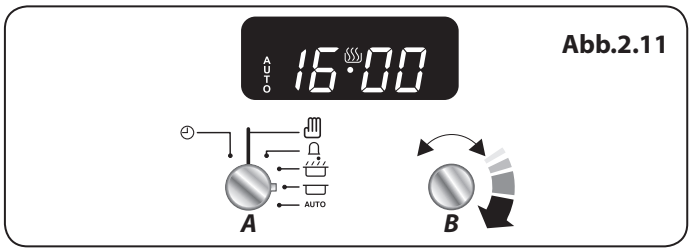

Abb.2.11
3. Drehen Sie den Einstellknopf (B) auf die Uhrzeit, zu der der Herd abschalten soll **(Abb.2.11)**.